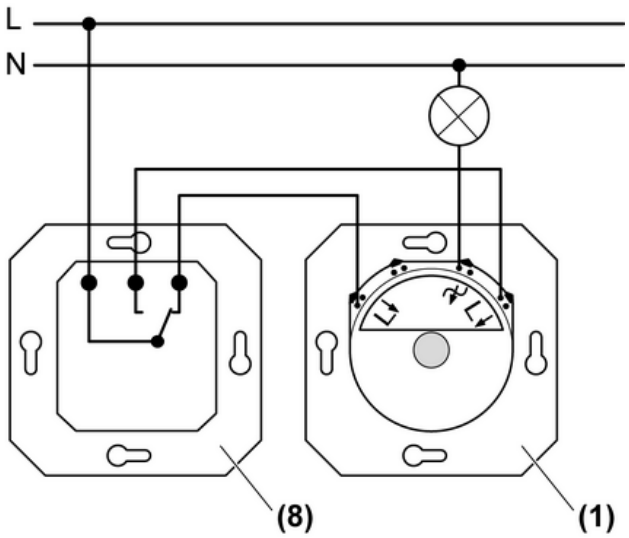

Bild 3: Wechselschaltung
(1) Dimmer
(8) Wechselschalter
- Dimmer und Wechselschalter gemäß Anschlussplan anschließen (Bild 3).